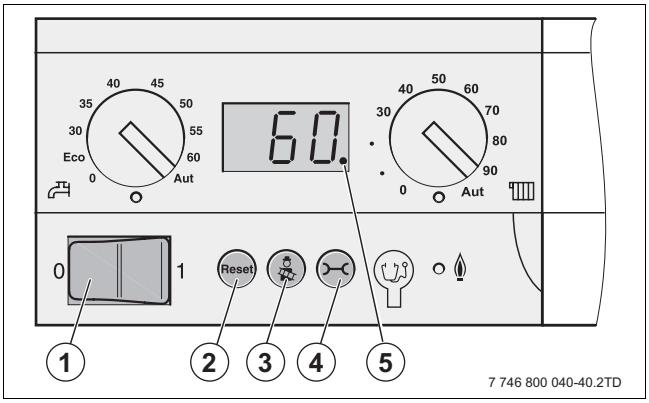

Rys. 61 Pole obsługowe sterownika bazowego
▶ Ustawić wyłącznik główny na polu obsługowym w położeniu „0“ (Wyłączony) (→ rysunek 61, [1]).
- ▶ Wyłącznik główny na polu obsługowym sterownika bazowego ustawić na „0“ (Wyłączony) (→ rysunek 61, [1]).